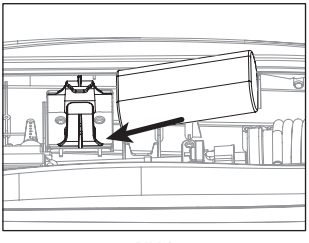
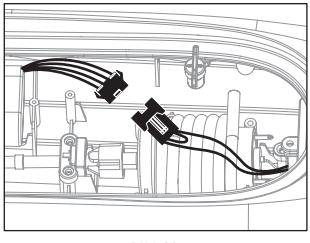

Bild 9
Bild 10
3. Legen Sie den Li-Po Akku in den Akkuhalter im Boot (Bild 9). Die Stromkabel des Akkus legen Sie an die Rumpfseite und schieben den Li-Po bis zum Ende in den Halter. Danach verbinden Sie den Akkustecker mit dem Stecker im Rumpf (Bild 10).